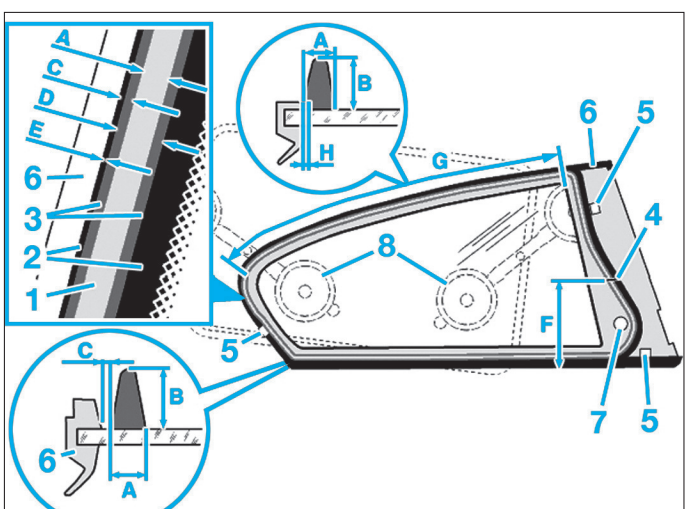

FIG. 9
• Préparer les surfaces comme illustré **(Fig.9)**.